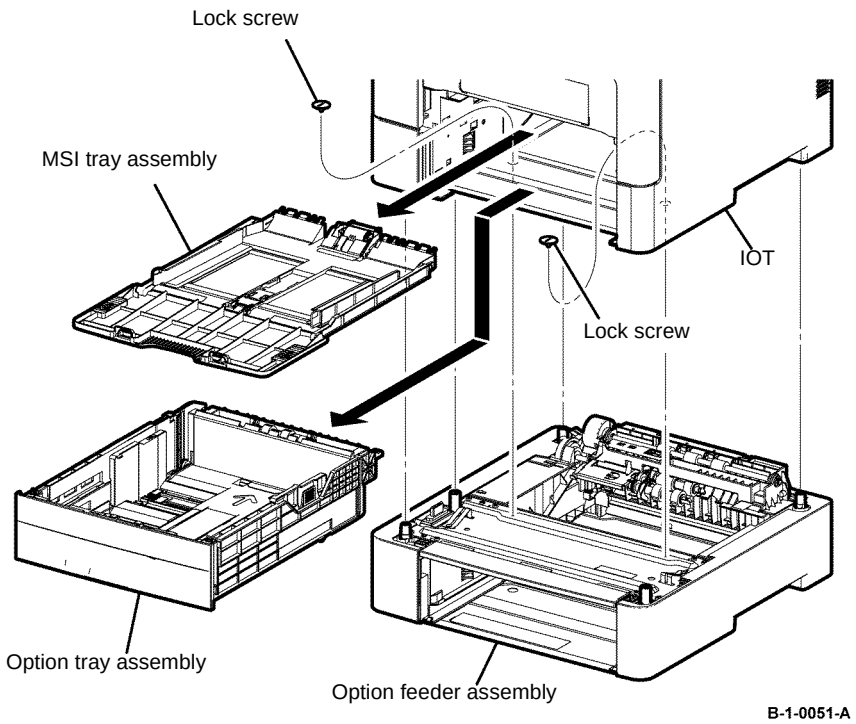

Figure 1 Option feeder assembly removal
4. Release the two lock screws fixing the option feeder assembly, Figure 1.
5. Release the five bosses on the option feeder assembly from the holes on the IOT, then lift the IOT upward from the option feeder assembly, Figure 1.